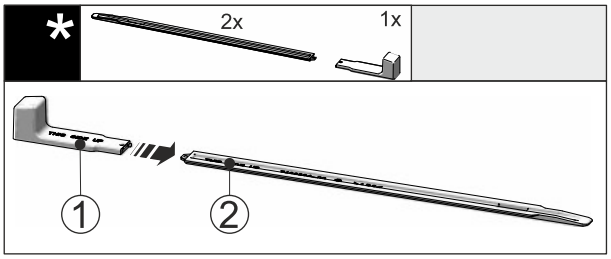

Fig. 49
▶ Atașați mânerul de montare *Fig. 49 (1)* la șina de nivelare *Fig. 49 (2)*.